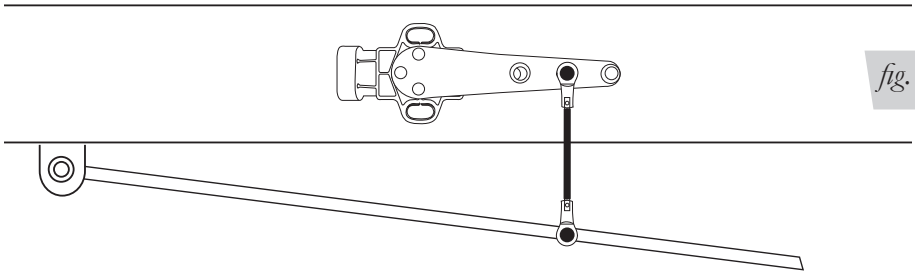

*fig. 24*
3. Fasten by finger tightening the linkage to the sensor arm and ensure the sensor arm is at mid-position with respect to the sensor (fig. 24).